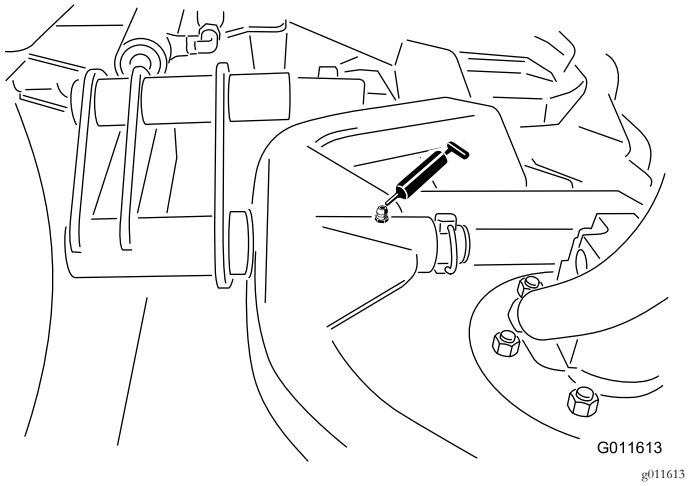

**Figura 31**
- Perno orientabile del telaio portante degli apparati di taglio (1 ciascuno) - Figura 31